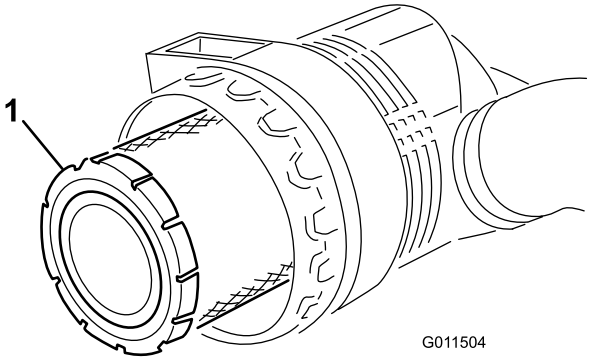

図 49
3. 主フィルタを外す図 49。エレメントを洗って再使用しないこと。洗浄によってフィルタの濾紙を破損させる恐れがある。新しいフィルタに傷がついていないかを点検する。特に
4. 主フィルタを交換する図 49。